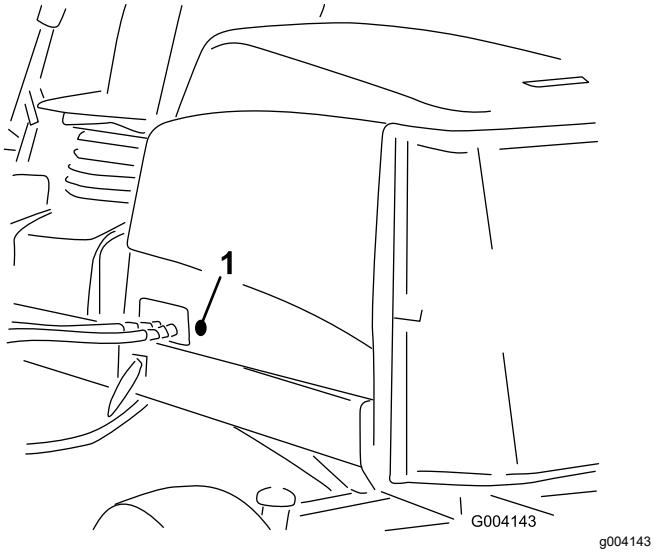

Rysunek 17
2. Zdejmij gumową przelotkę z otworu na lewej stronie maski (Rysunek 17).